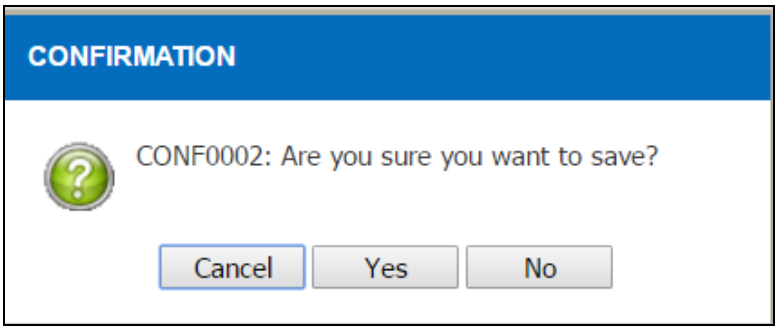

Figure 3.2-8 Confirmation to Pre Pack
- *Click the Yes button to save record and the **Pre-packing ID** will be generated as per **Figure 3.2-8.***